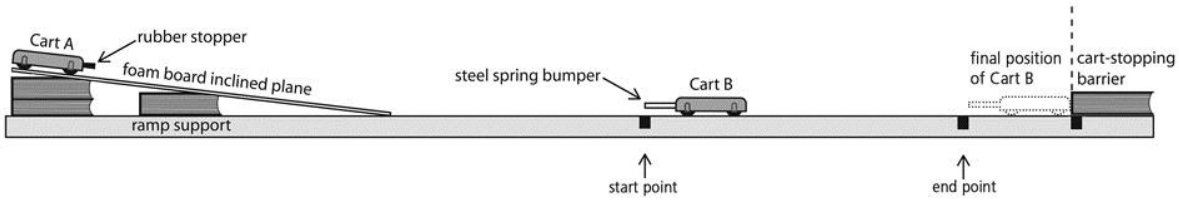

Figure 2
3. On a level surface such as a table, set up a ramp at an angle of 10-15° using the foam board and one or more books (**Figure 2**). Use a protractor to measure the angle.
9. Place a book at the other end of Cart B so that the steel spring is behind the end point when Cart B makes contact with the book. (See **Figure 2**)
> **Note:** See Figure 2 for a visual depiction of the experimental set-up.